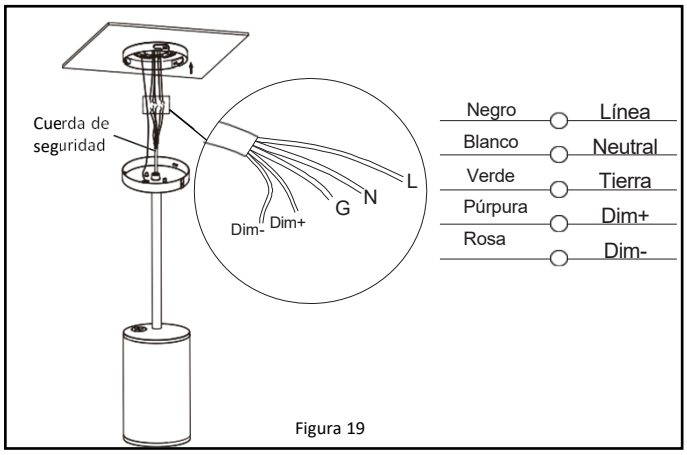

Figura 19
6. Realice las conexiones de cableado de acuerdo con la **Figura 19.**